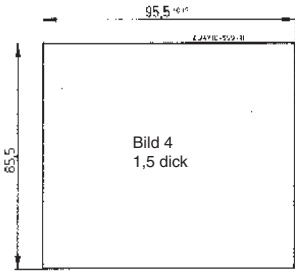

Bild 4
④ Leiterplattengröße siehe Bild 4